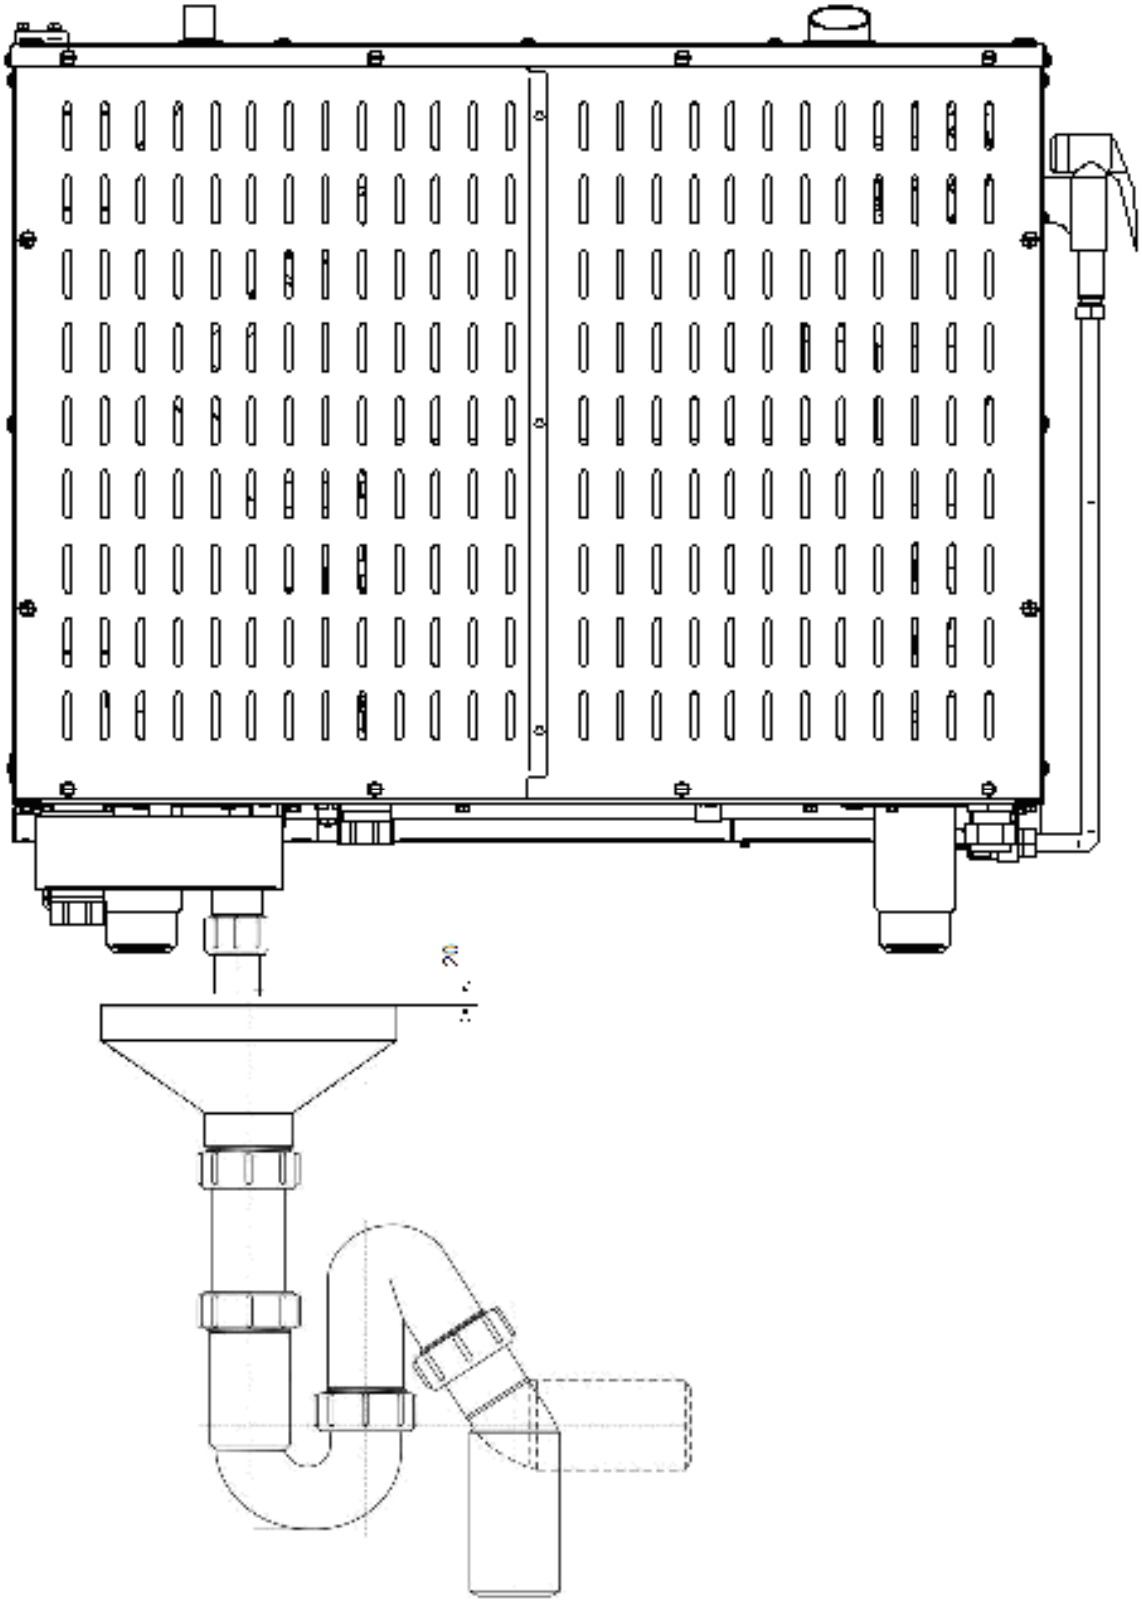

Рис. 11. Подключение к системе канализации
2) отрегулировать положение штыря согласно указанным размерам и положению зубцов (при ослаблении профиля штырь необходимо закручивать, т.е. уменьшить размер 37,7 мм, выдерживая угол 45^0 – см. рис. 11).